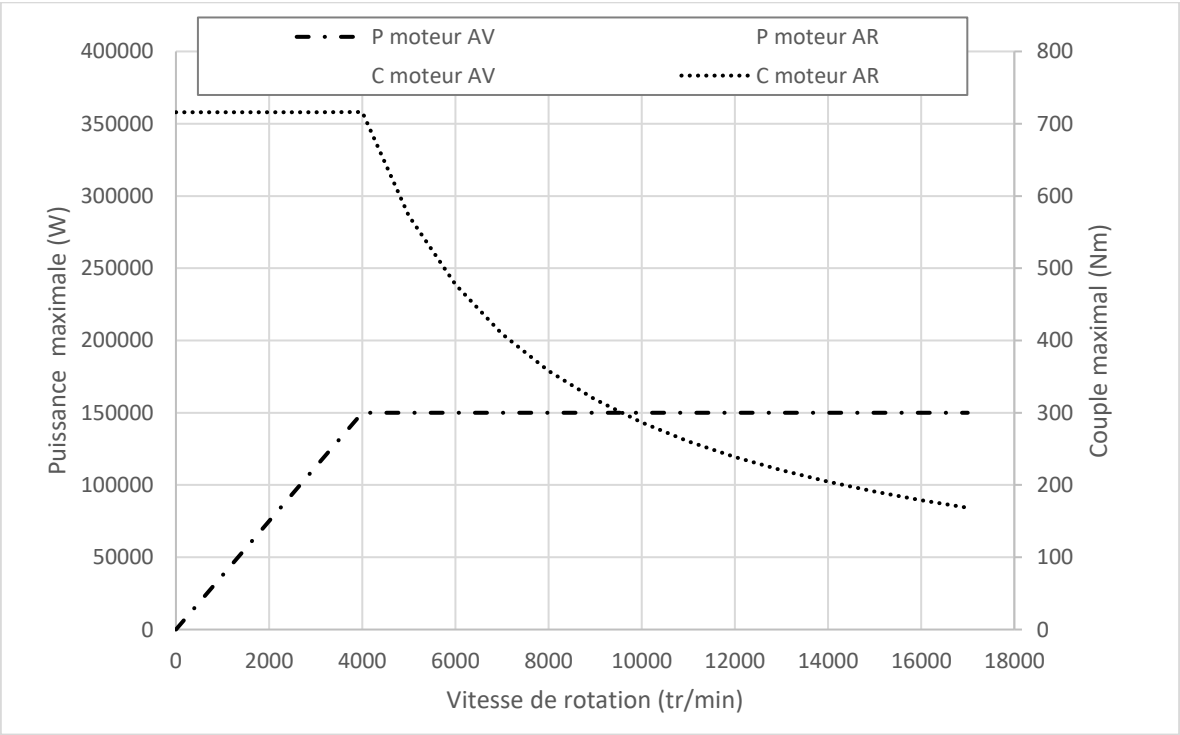

Figure 6 : caractéristiques de puissance mécanique maximales et couple maximal des deux moteurs électriques
2.8 La Figure 6 présente les caractéristiques de puissance mécanique maximale et de couple maximal des deux moteurs électriques. Complétez la figure en traçant :